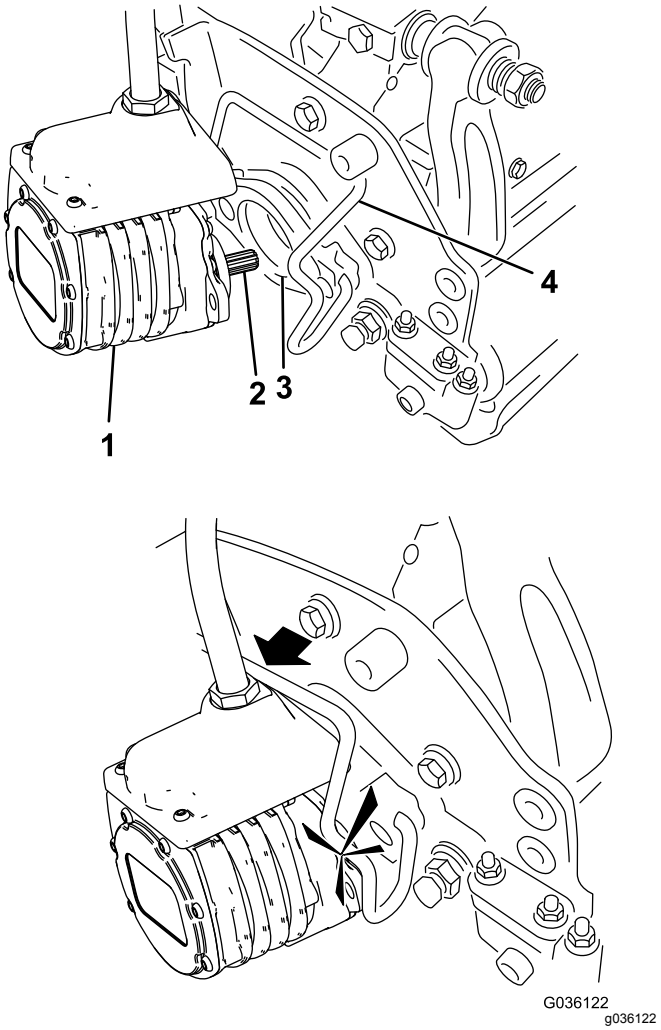

Figur 47
6. Stryk på rent fett på klippenhetsmotorns räfflade axel (Figur 47).
7. För in motorn på vänster sida av klippenheten (sett från förarsätet) och dra motorfäststaget på klippenheten mot motorn tills du hör ett klickljud från båda sidorna av motorn (Figur 47).